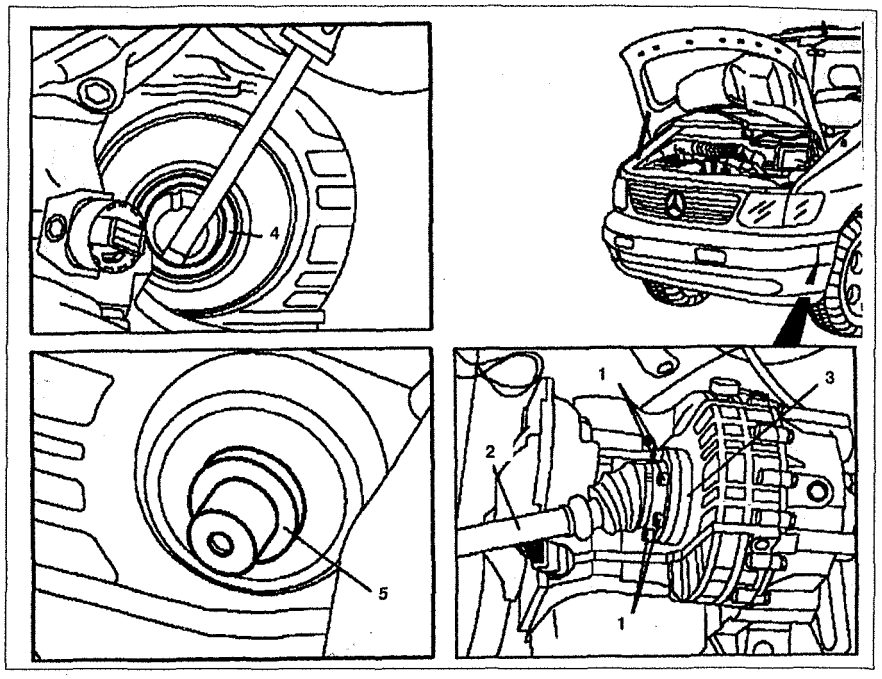

Рис. 6.68. Сальник фланца левой полуоси (автомобили с двигателем 104.900):
1. Открутите болты **1** крепления левой полуоси **2** к ведущему фланцу **3** коробки передач (см.рис.6.68).